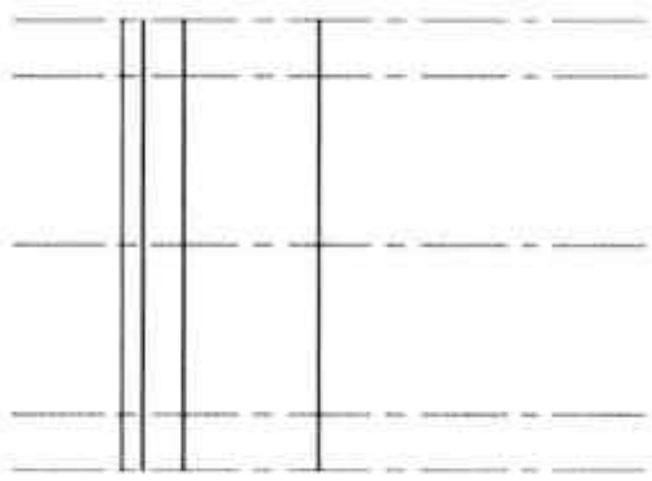

图21-8 偏移直线
Step 02 将“实线”层置为当前层，执行“直线”命令，绘制垂线，然后执行“偏移”命令，将垂线向右依次偏移 7、16 和 52，如图 21-8 所示。